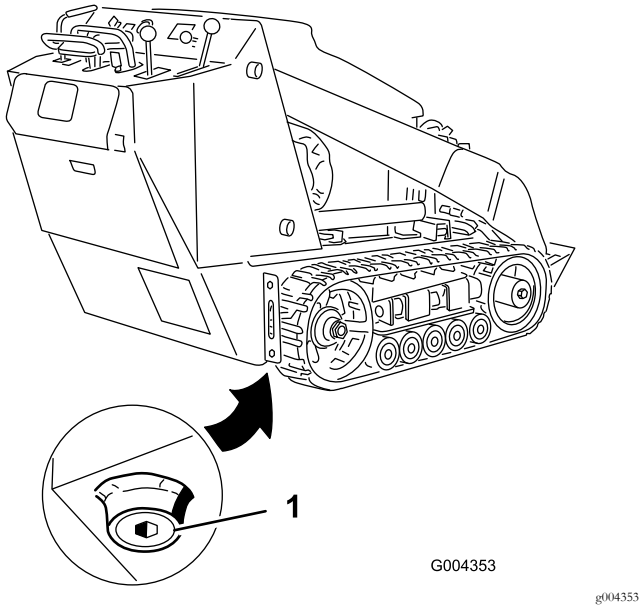

Rysunek 38
4. Wykręć korek spustowy (Rysunek 38).